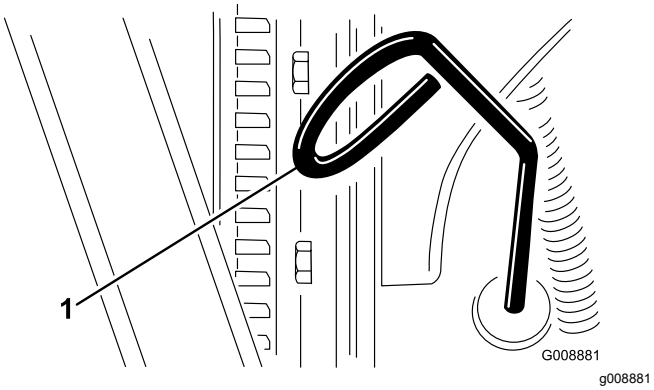

Figuur 63
3. Verwijder de peilstok (Figuur 63) en veeg deze af met een schone doek.